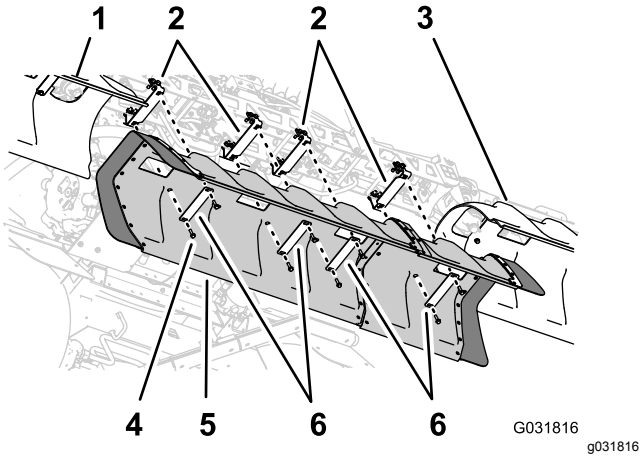

Figur 237
1. Juster hullerne i midtersektionens dæksel efter hullerne i støttebeslagene til midtersektionens dæksel (Figur 237).
2. Juster hullerne i 2 af de dækselstropper, som du afmonterede i trin 1 i10 Afmontering af midtersektionens dæksel (11 dyser) på det valgfri bomafdækningssæt (side 22), så de passer med slangen i dækslet og 2 af støttebeslagene (Figur 237).
4. Juster hullerne i de to dækselstropper (Toro-delnr. 120-0629), så de passer med de fire resterende huller i dækslet og fire resterende huller i støttebeslagene (Figur 237).
5. Sæt dækselstropperne og dækslet på støttebeslagene (Figur 237) med de 4 flangehovedbolte (5/16" x 1¼" – Toro-delnr. 323-36).